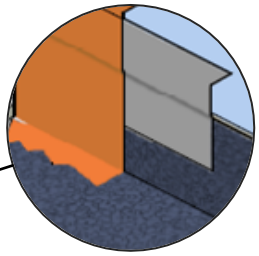

Fig 9
- Approved waterproofing system will include a joint expansion bandage which is applied as shown below (fig9).